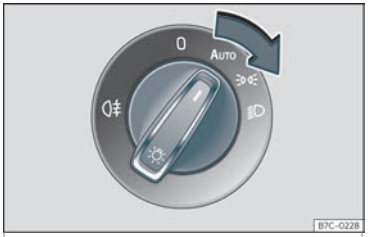

Fig. 88 Taboleiro de instrumentos:mando das luces.
- Xire o interruptor á posición desexada ››› **fig. 88**.